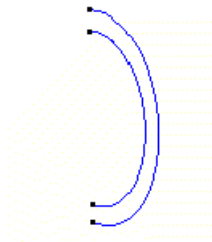

Figure 22. The result of the first 180-degree rotation
3. From the **Copy** window, select **Points** and **Rotation**. Enter an angle of 180 degrees and from the **Do extrude** menu, select **Lines**. The axis of rotation is the x axis. Enter two points defining the axis, one in **First Point** and the other in **Second Point**, for example, (0, 0, 0) and (100, 0, 0) (Figure 22).